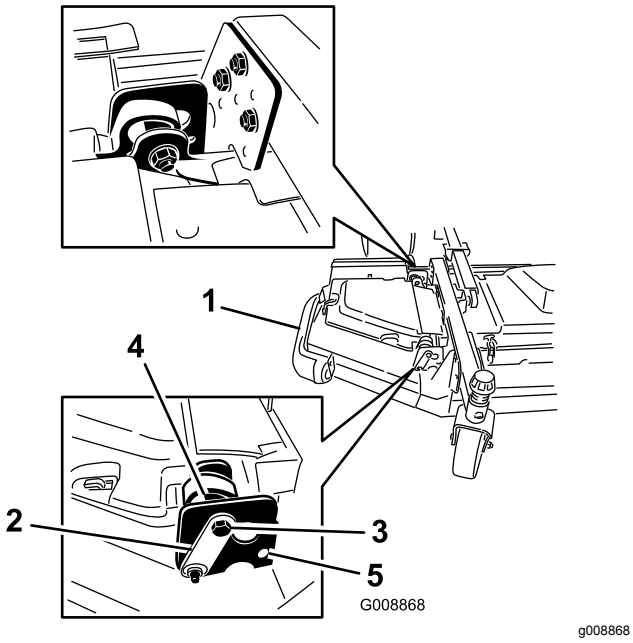

Figur 7
2. Løsn de bolte og møtrikker, der fastholder de to excentriske afstandsklodser til vingerne (Figur 7).
4. Drej den bageste (nærmest traktionsenheden) excenterenhed, indtil den udvendige skæreknivsspids er cirka 3 mm højere end den ønskede klippehøjde (Figur 7).